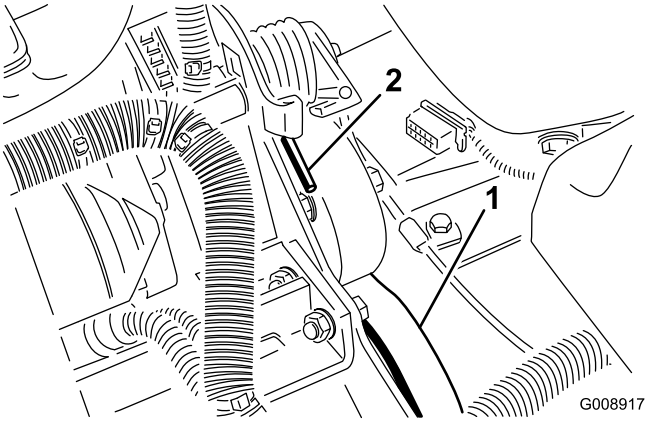

Figur 60
2. Tryck fjäderänden (Figur 60) nedåt och framåt för att kroka av den från fästet och lätta på fjäderspänningen.